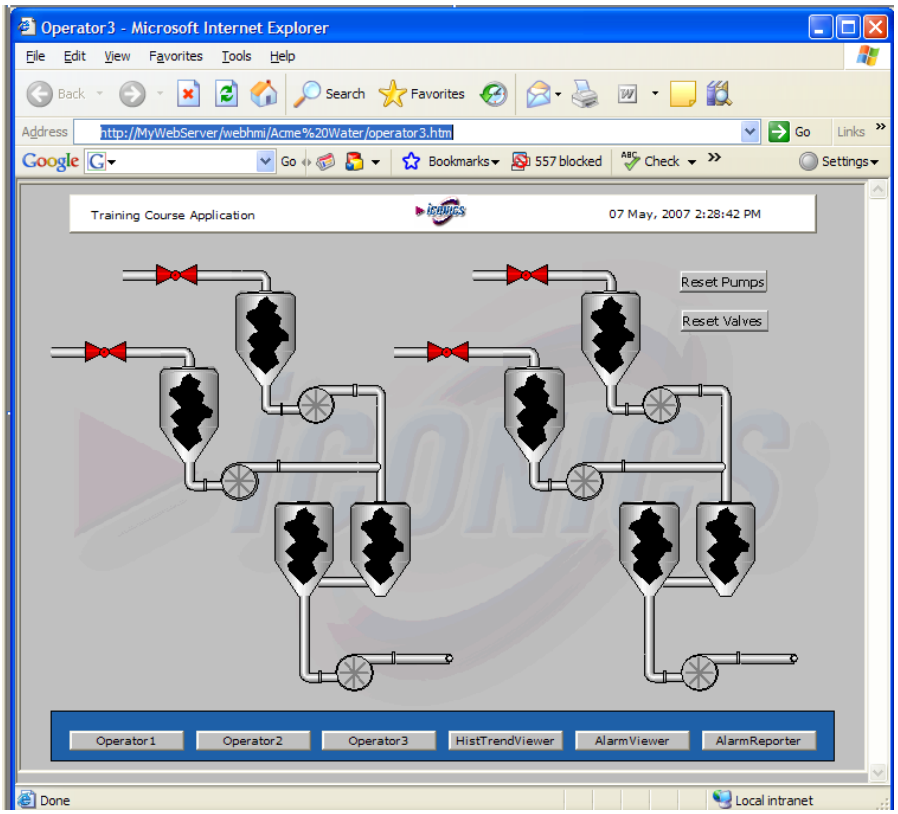

Figure L7.1: Operator3 on the WebHMI Client
4. When all necessary objects are downloaded, the first display **Operator3.gdf** should be loaded into the Web browser, as shown in **Figure L7.1.**